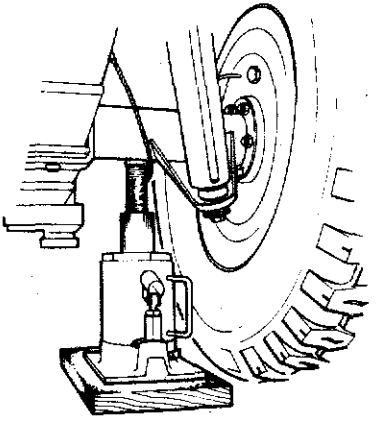

Figure 2-4 Jack position — rear wheels
(2) Rear wheel. Position the jack so that when raised, it will contact the axle tube between the spring and the shock absorber bracket (see Fig. 2-4).